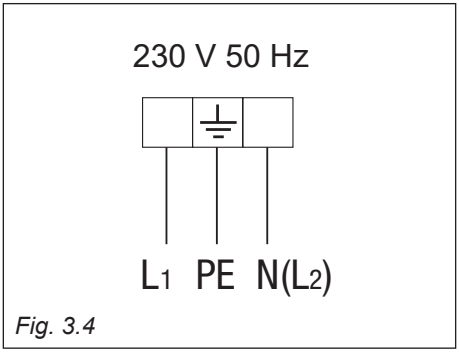

Fig. 3.4
- Connect the wires to the terminal block “**B**” as shown in the diagram in figure 3.4.